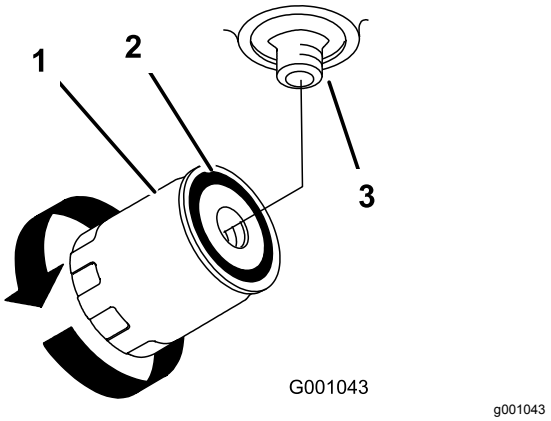

Figur 80
7. Stryk på ett tunt lager ny hydraulolja på utbytesfiltrets gummipackning (Figur 80).
9. Fyll hydraultanken med hydraulvätska tills den flödar över vid filtret, och vrid sedan vätskefiltret medsols tills gummipackningen kommer i kontakt med filteradaptern. Dra sedan åt filtret ytterligare ½ varv (Figur 80).